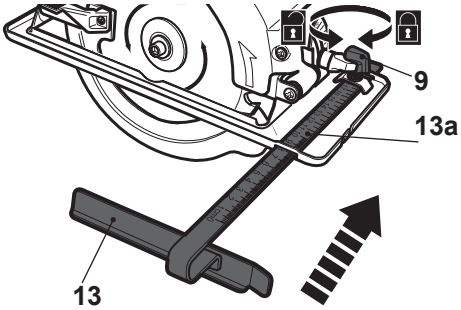

Fig. 3
> Alinhe a guia paralela (13) com o suporte e insira-a (Fig. 3).